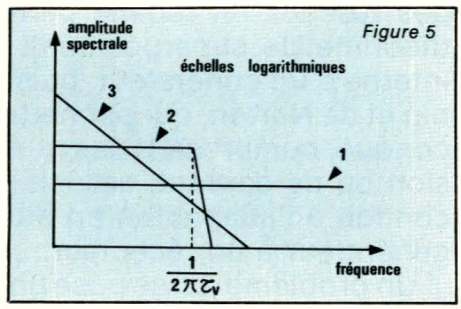

Figure 5
- les bruits blancs, à spectre uniforme : bruits thermiques, bruits Schottky. Leur contribution, en fonction de la fréquence, est illustrée par la droite 1 de la **figure 5**.
- les bruits à spectre uniforme aux fréquences basses, et décroissant à 6 dB / octave aux fréquences élevées. Il s'agit, principalement, des bruits de génération-recombinaison (courbe 2 de la **figure 5**), avec une fréquence de transition liée à la durée de vie τ_v des porteurs.